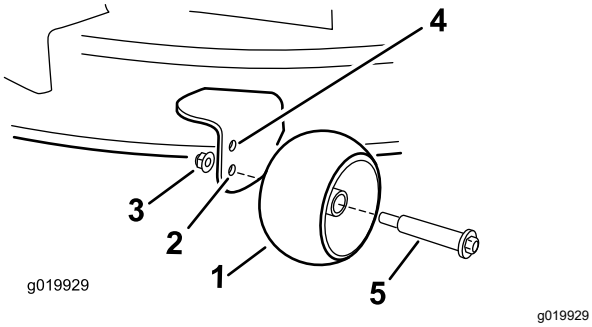

Figuur 30
- Bovenste gat – gebruik deze stand als het maaidek op een maaihoogte van 63 mm of lager staat (Figuur 30).
- Onderste gat – gebruik deze stand als het maaidek op een maaihoogte van 76 mm of hoger staat (Figuur 30).